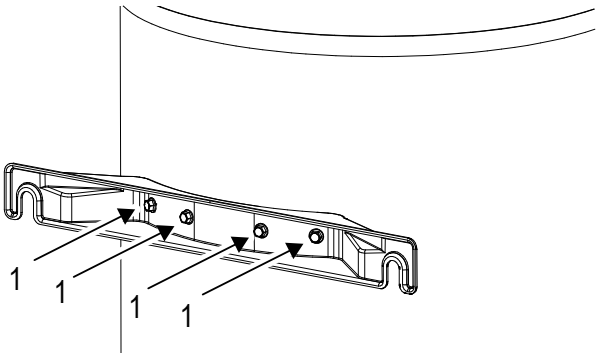

fig. 52 -
**Está absolutamente prohibido (so pena de invalidación de la garantía del producto) quitar los tornillos indicados anteriormente (detalle 1 - fig. 52) para utilizar el soporte de pared como plantilla de montaje en obra.**